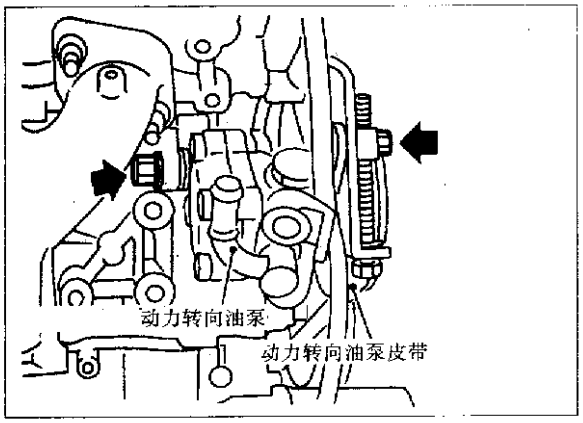

图 2-4-9
(15)拆卸动力转向油泵皮带和动力转向油泵总成,见图 2-4-9。